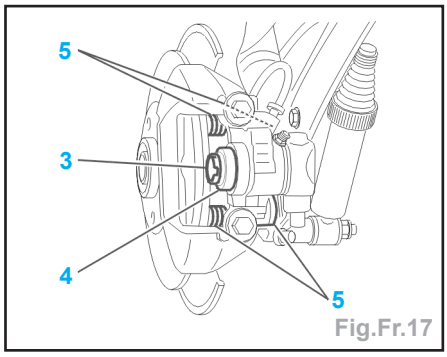

Fig.Fr.17
- l'étanchéité autour du piston (3) (Fig. Fr.17),
- le bon état et l'ajustement parfait du capuchon (4) et des soufflets de protection (5),